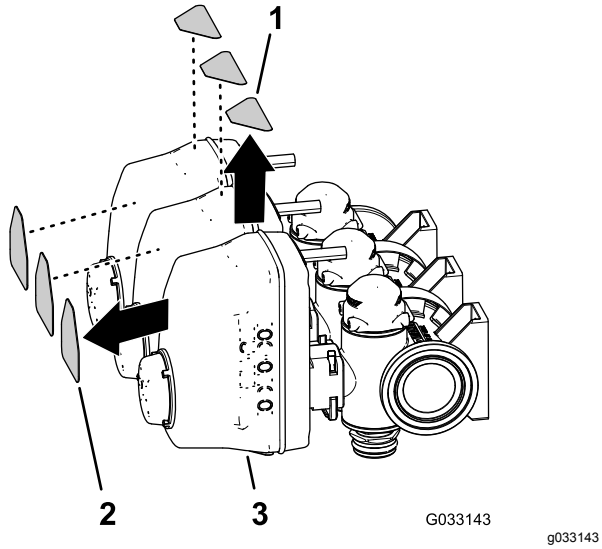

Figur 61
4. Ta bort de tre dekalerna för sprutrampsventilen och de tre dekalerna för överströmningsjustering (Figur 61).